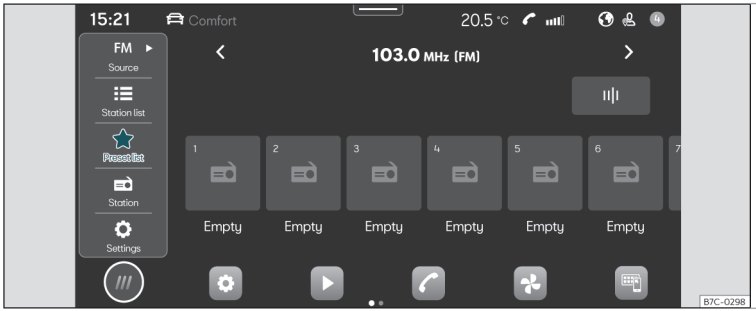

Fig. 132 Reprezentare schematică: ecranul radioului
- Apăsați **pagină de pornire** > ⊞ >>> **fig. 132** .